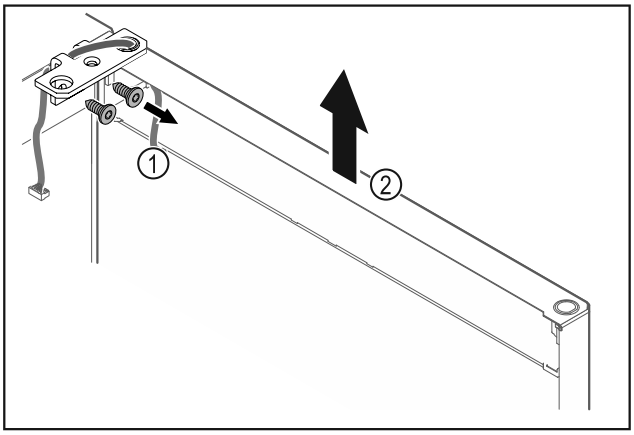

*Fig. 15*
- ▶ Deșurubați *Fig. 15 (1)* colțarul balamalei.
- ▶ Ridicați ușa inclusiv colțarul balamalei *Fig. 15 (2)* aproximativ 200 mm drept în sus și detașați-o.